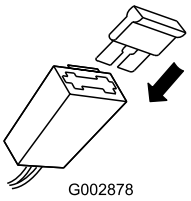

Figur 30
2. Sett sikringen inn i sikringsholderen (Figur 30).